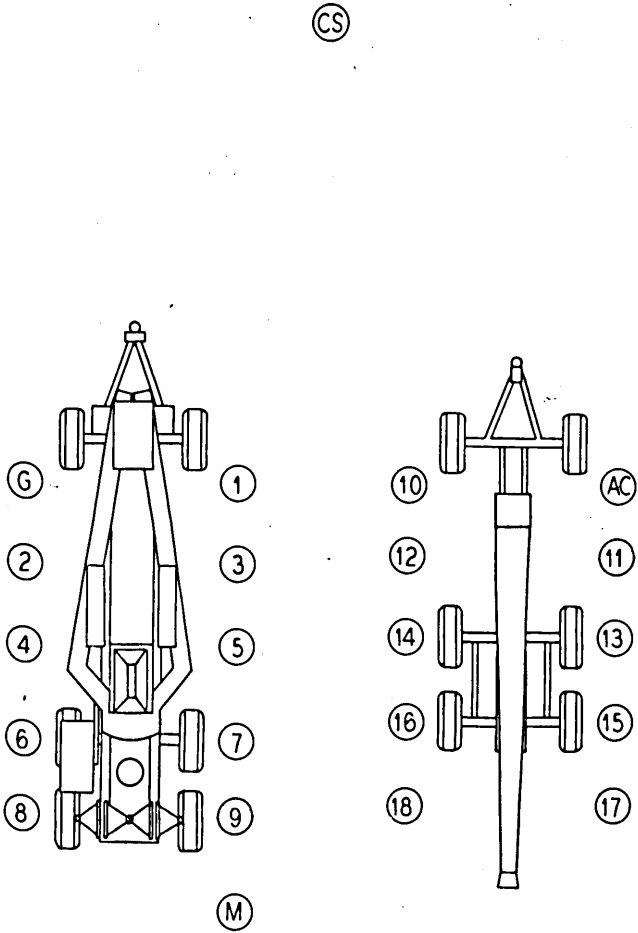

Figure 3. Posts of cannoneers, loads uncoupled.
b. Transport wagons uncoupled. The cannoneers of the howitzer section are as shown in figure 3. All are 2 feet outside the wheels and facing to the front.